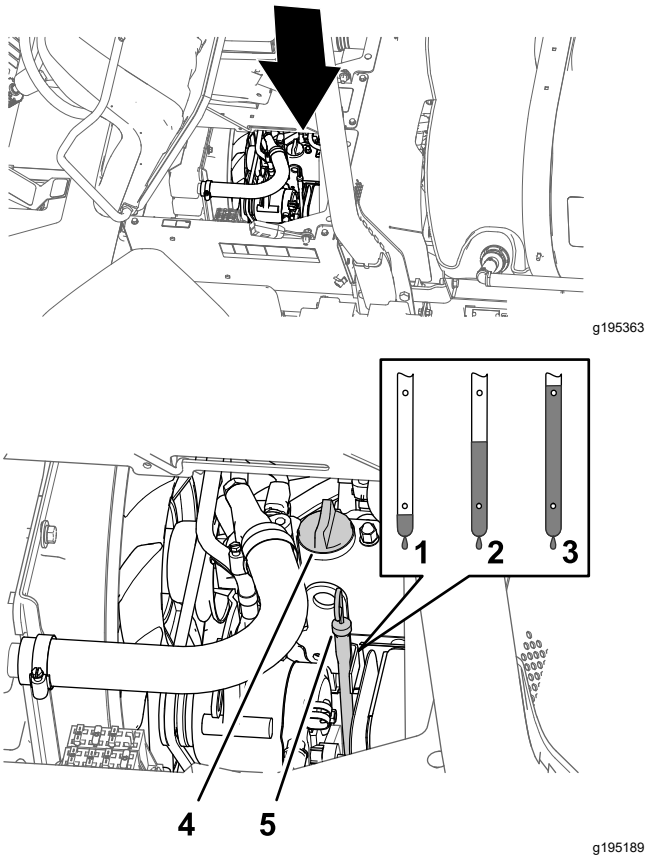

Figure 66
2. Remove the dipstick, located under the passenger seat, and wipe it with a clean rag (Figure 66).
3. If the oil level is low, remove the filler cap from the valve cover (Figure 66) and pour oil into the filler neck until the oil level is up to the Full mark on the dipstick.
4. Install the oil-filler cap (Figure 66).
5. Install the dipstick firmly in place (Figure 66).